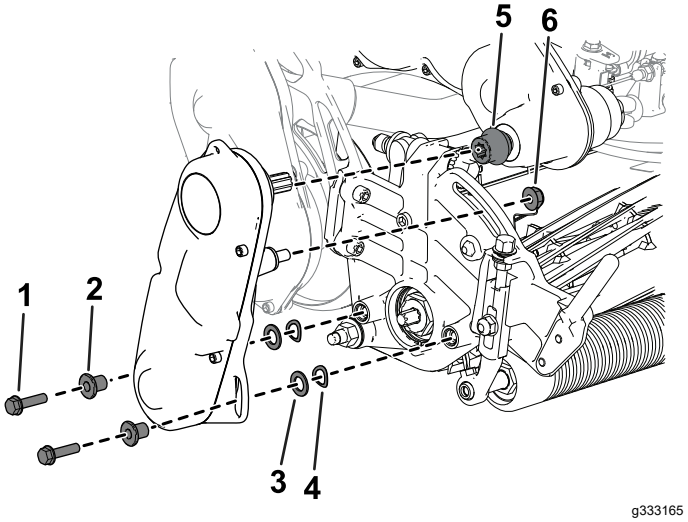

Figur 49
3. Fjern knivcylinderdrevet fra klippeenheden (Figur 49), og behold fastgørelsesanordningerne.